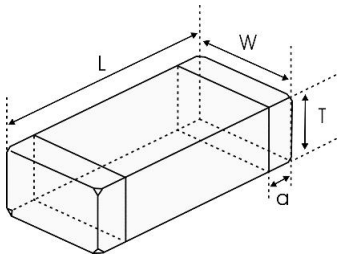

图 1 Fig.1
- 尺寸：见图 1 和表 1
- Dimensions: See Fig.1 and Table 1.